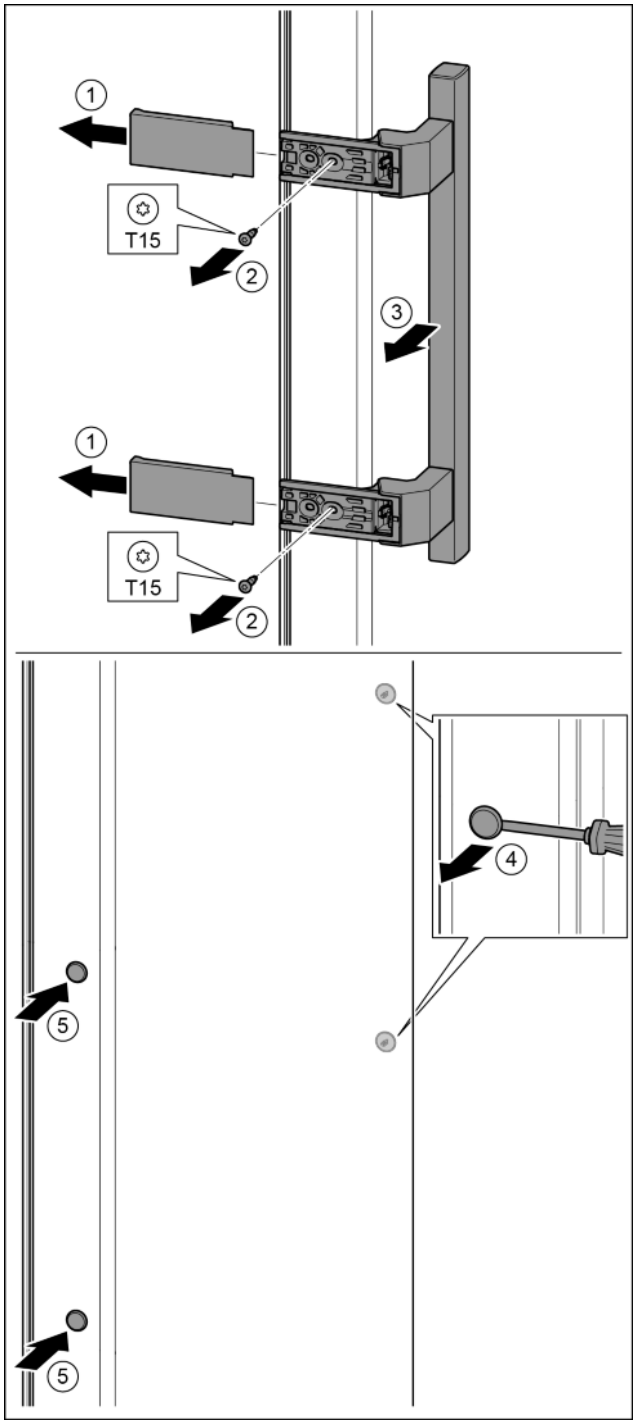

Fig. 19
- ▶ Retirer le cache. *Fig. 19 (1)*
- ▶ Desserrer les vis avec un tournevis T15. *Fig. 19 (2)*
- ▶ Déposer la poignée. *Fig. 19 (3)*
- ▶ Soulever délicatement le bouchon latéral avec un tournevis plat et le sortir. *Fig. 19 (4)*
- ▶ Remettre en place le bouchon de l'autre côté. *Fig. 19 (5)*